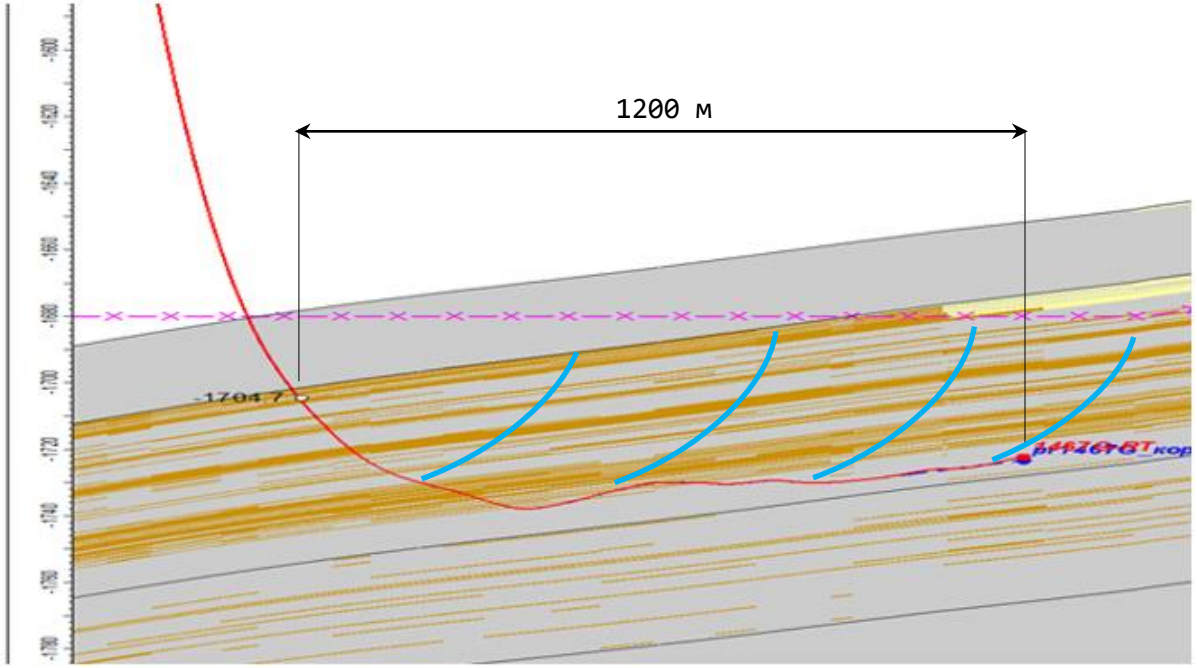

Рис. 1
1. Исправительные работы по участку горизонтального ствола, вышедшего за границы пласта (рис. 1)
2. Приобщение геологически изолированных пропластков/объектов к горизонтальному стволу (рис.1)